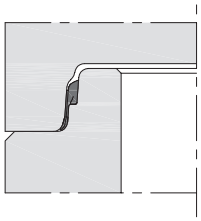

Afbeelding 10.
- Controleer of de dekplaat rondom volledig op ligt en er geen opening zit tussen mof en spie aan de buitenzijde, zie afbeelding 10.